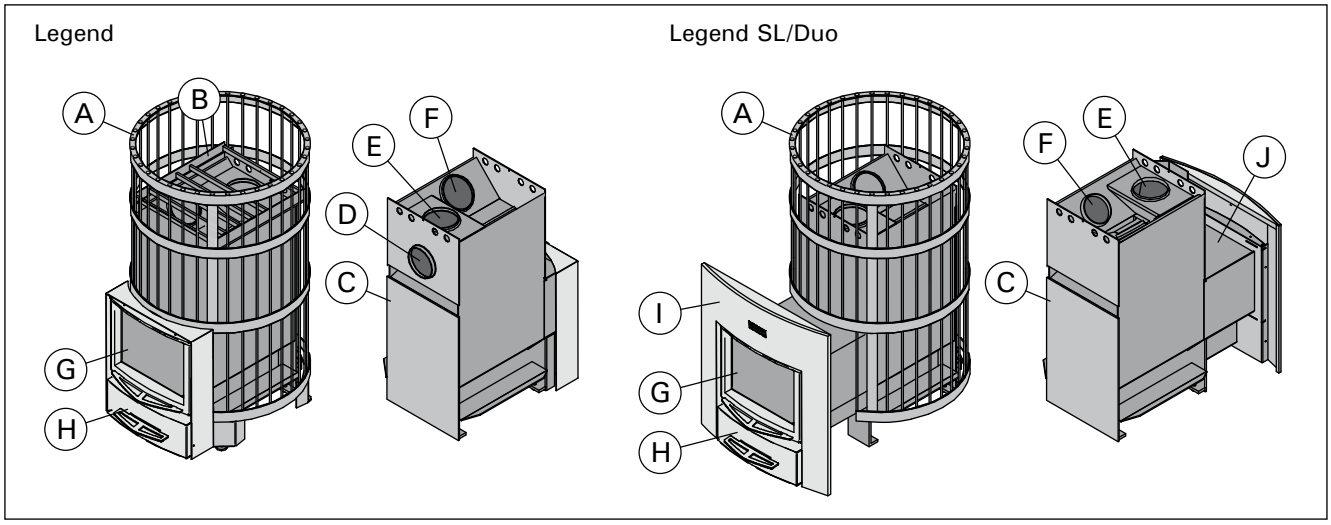

Рисунок 1.
1.2. Элементы конструкции каменки (рисунок 1)